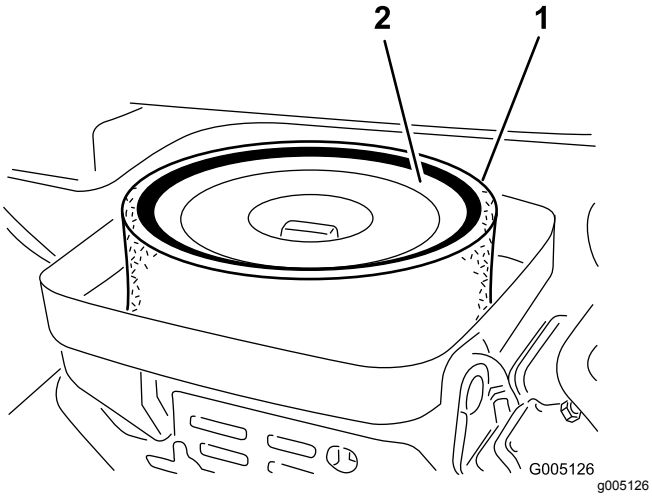

Figur 28
3. Ta av vingemutteren som fester elementene til luftrenseren (Figur 28).
4. Hvis skumelementet er skittent, fjerner du det fra papirelementet (Figur 28). Rengjør den grundig, som følger: